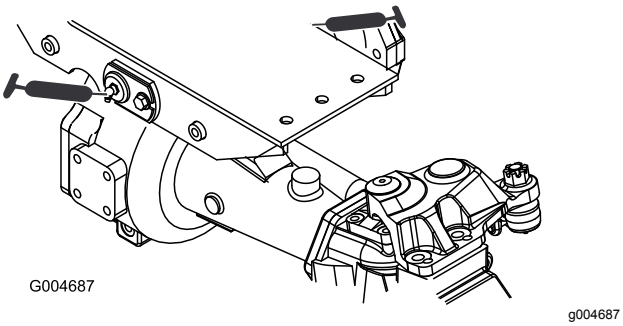

Figuur 60
- Lagerbussen van draaipunt van voor- en achteras (2) (Figuur 60)